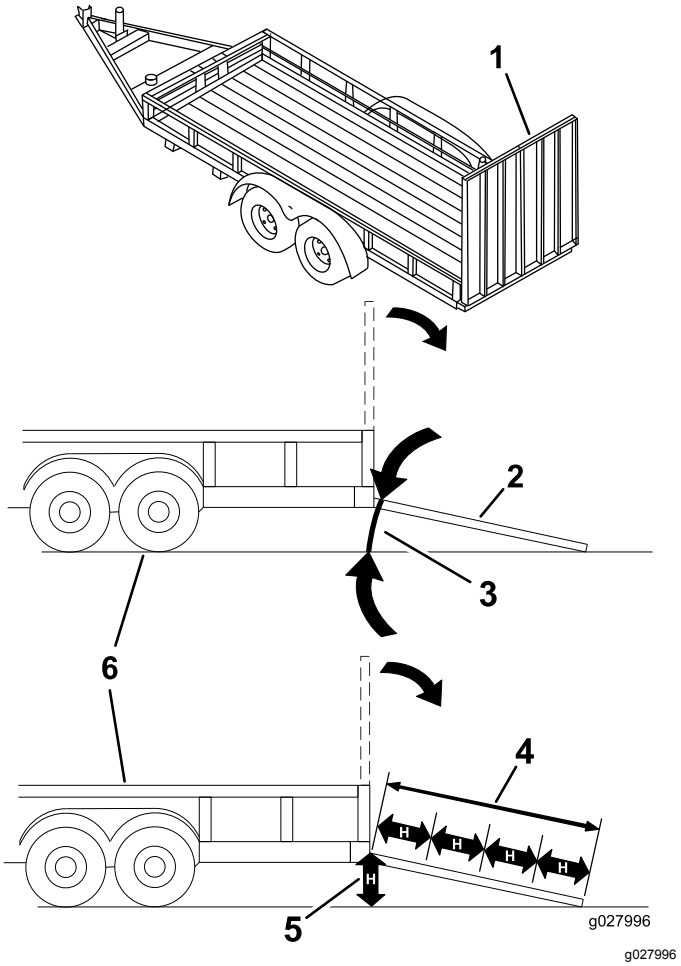

Figur 43
Lasting av maskinen på en tilhenger eller lastebil øker muligheten for at den velter og kan føre til alvorlig skader eller dødsulykker (Figur 43).
3. Senk rampen og sørg for at vinkelen mellom rampen og bakken ikke overskrider 15 grader (Figur 43).
1. Senk rampen og sørg for at vinkelen mellom rampen og bakken ikke overskrider 15 grader (Figur 43).